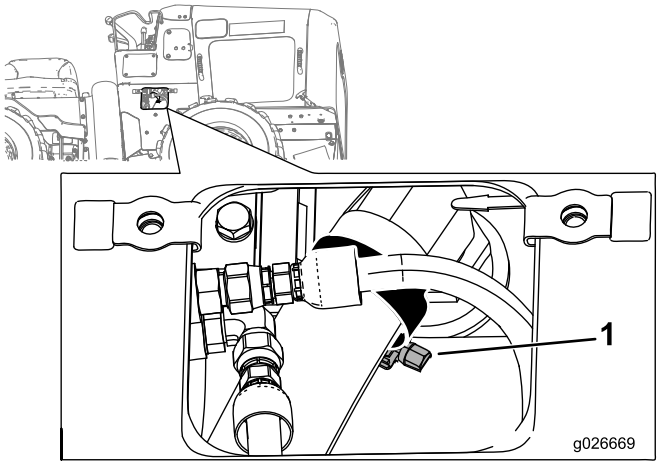

Figure 39
5. Déposez la plaque inférieure droite et desserrez le collier qui retient le flexible d'aspiration sur le réservoir hydraulique (Figure 39).